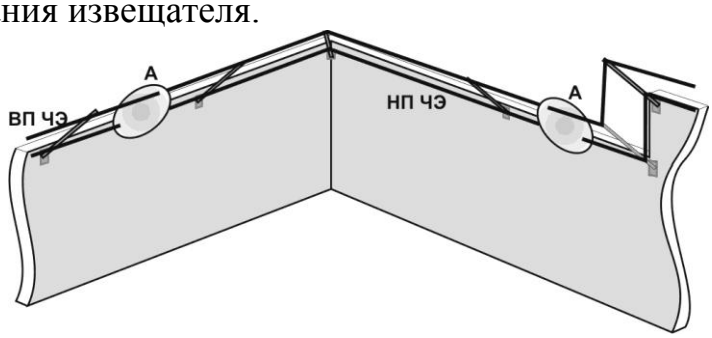
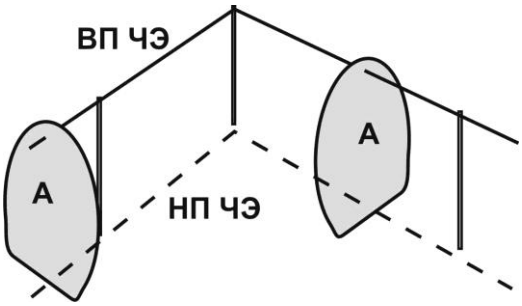

Рис. 1.1
Рис. 1.2
1.8 Объемная ЗО (сечение А, рис. 1.1, рис.1.2) образуется вокруг проводов ЧЭ и повторяет все их повороты и перепады по высоте.